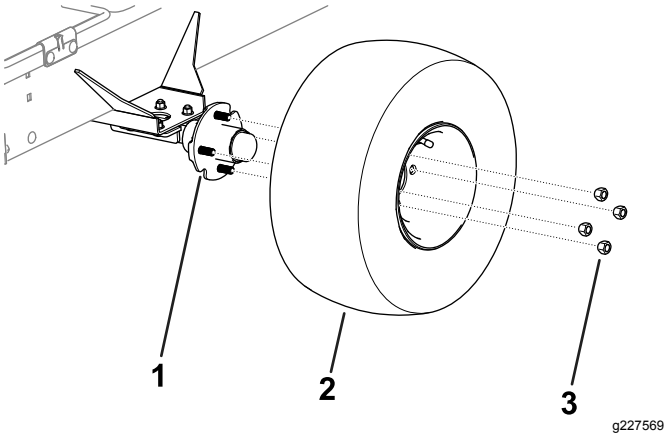

Figure 1
2. Retirez les écrous qui fixent les roues aux essieux de la remorque (Figure 1).
3. Déposez les roues de chaque côté de la remorque (Figure 1).
3. Montez les roues sur les essieux avec les écrous de roue, voir Figure 1.